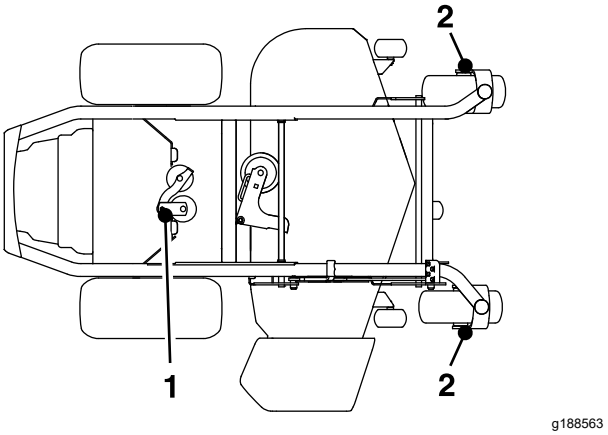

Figur 39
4. Smør pumpens styreremskivedrejeled med 1 til 2 pumpefulde fedt (Figur 39).
5. Smør de forreste styrehjuls aksler (Figur 39).